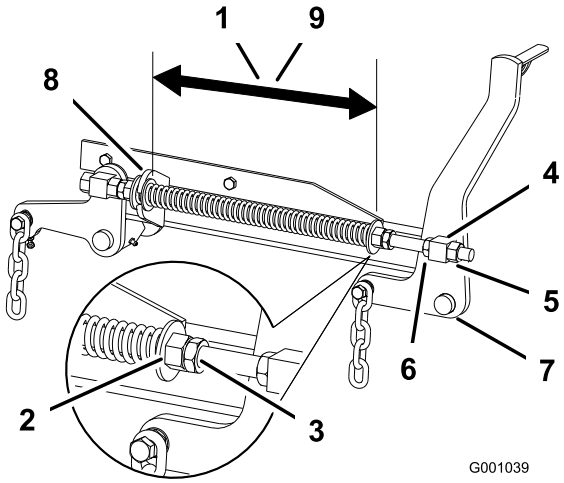

Figuur 86
2. Controleer de afstand tussen de twee grote ringen; deze moet 28,2 cm bedragen bij een 132 maaidek en 26,7 cm bij een 152 cm maaidek (Figuur 86).
3. U kunt deze afstand instellen door de contramoer van de veer los te draaien en vervolgens te draaien aan de moer op de voorkant van elke veer (Figuur 86). Als u de moer rechtsom draait, wordt de veer korter; als u de moer linksom draait wordt de veer langer.
4. U borgt de moer in deze stand door de contramoer van de veer vast te draaien (Figuur 86).